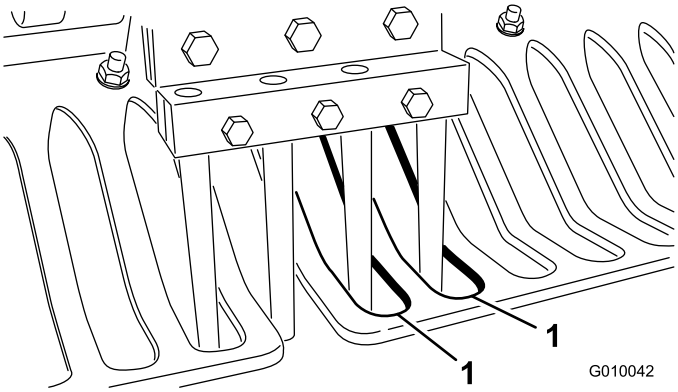

**Figur 26**
6. Kontroller, at tines sidder i midten af mellemrummene i plæneafskærmningerne (Figur 26). Juster plæneafskærmningerne efter behov, og stram møtrikkerne.